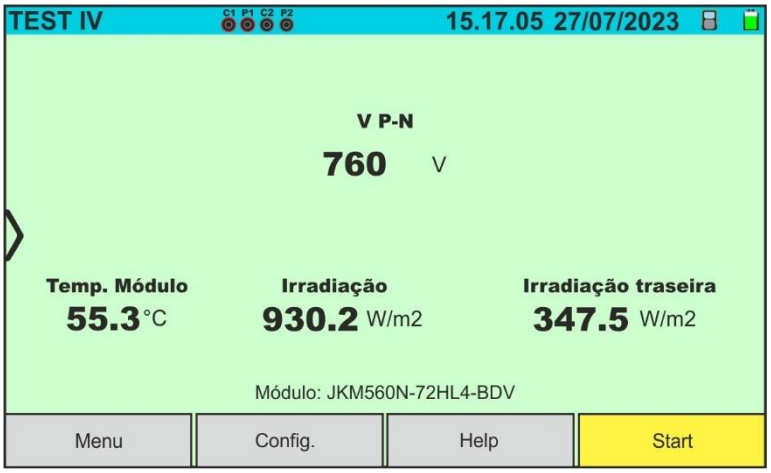

Fig. 41: Ecrã de medição da curva I-V inicial em módulos Bifaciais
5. No caso dos módulos **Bifaciais**, o ecrã da Fig. 41 é apresentado no visor. São apresentados os seguintes parâmetros: